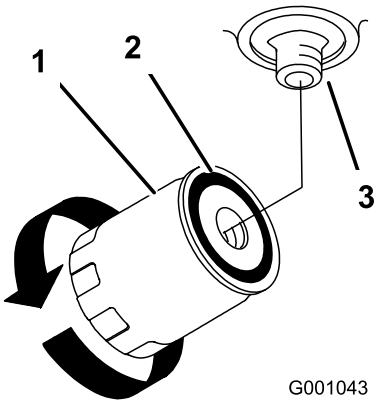

Figura 77
4. Togliete il filtro usato e tergete la superficie della guarnizione dell'adattatore del filtro (Figura 77).
6. Montate il filtro di ricambio sul riduttore. Girate il filtro in senso orario finché la guarnizione di gomma non tocca l'adattatore, quindi serrate il filtro di un altro mezzo giro (Figura 77).